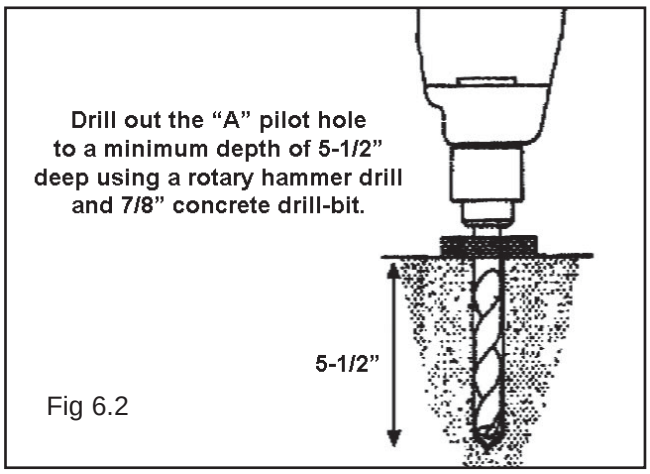

Fig 6.2
4. Hold the drill perpendicular to the concrete surface then drill out the "**A" pilot hole** to a minimum depth of 5-1/2" deep using a rotary hammer drill and **7/8" concrete drill-bit.** (See Fig. 6.2)